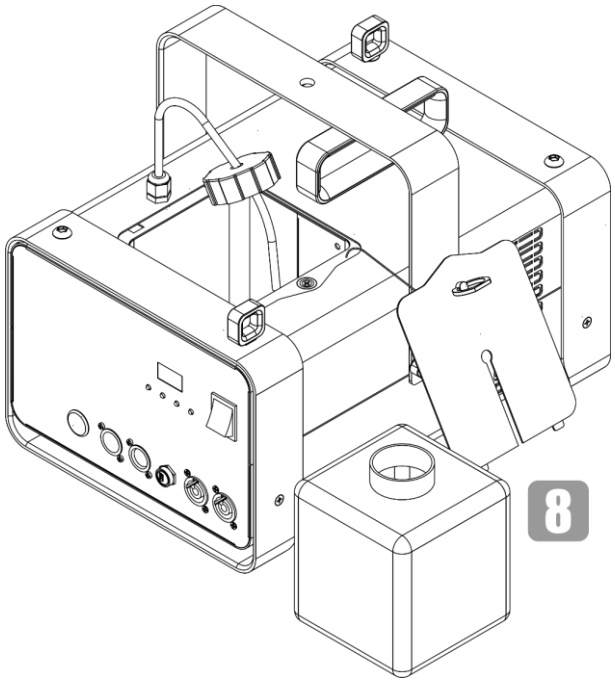

Fig. 15
08) Place the fluid tank on a flat surface near the device, as shown in Fig. 15.